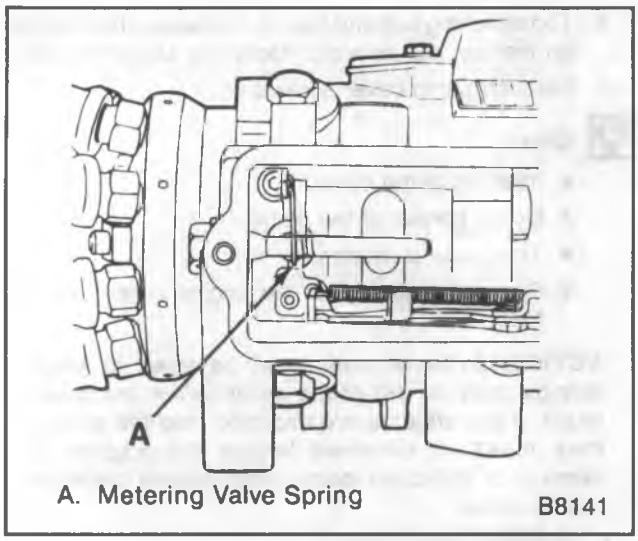

Figure 22—Metering Valve Spring Position
- Observe the position of the metering valve spring over the top of the guide stud (figure 22). This position must be exactly duplicated during assembly.